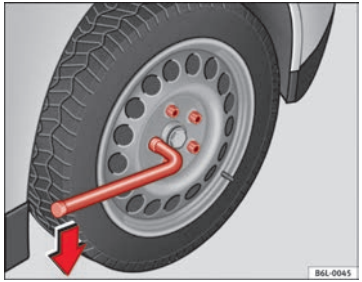

Fig. 138 Changing a wheel: loosen the wheel bolts
– Grasp the box spanner by the end turn it about one full turn to the **left** ⇒ Fig. 138.